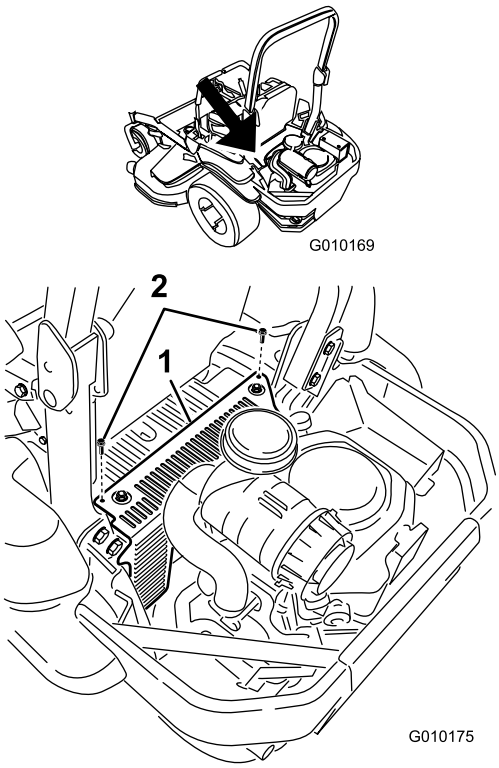

Figur 52
3. Fjern de to bolte, der fastgør hydraulikenhedens afskærmning, og fjern den Figur 52. Dette giver dig adgang til det forreste tændrør.
5. Monter hydraulikenhedens venstre afskærmning (Figur 52).